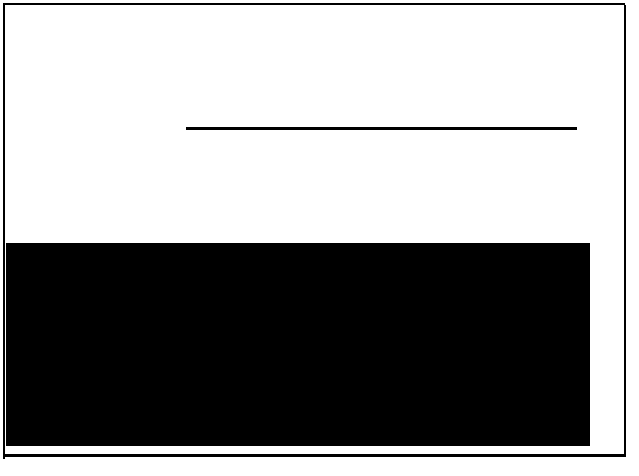

Figure 1. Apply adhesive to the brass fitting and install so that it [redacted] towards the [redacted] control valve.
5. Fit the elbow to the manifold so that it points towards the idle control valve (Figure 1).